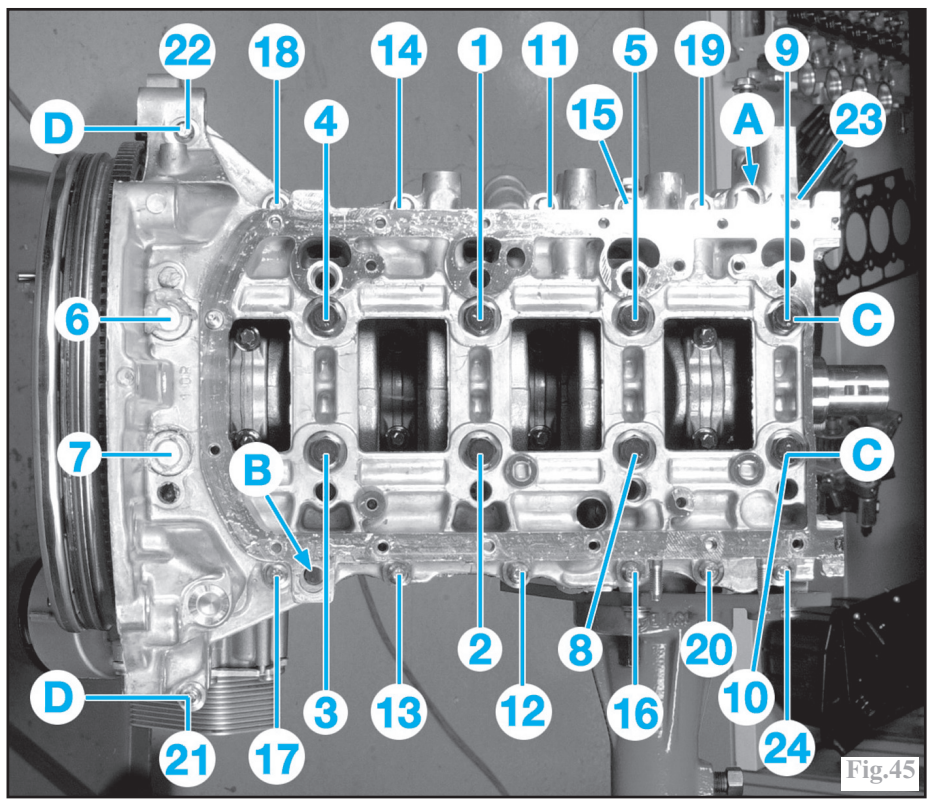

Fig.45
Monter le carter de chapeaux de paliers de vilebrequin sur le carter cylindres en le centrant avec les 2 piges **PSA 194.N** en (A) et (B) (Fig.45).